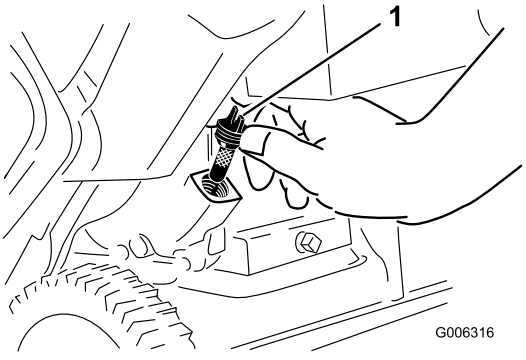

Figur 10
2. Rengjør rundt oljelokket (Figur 10).